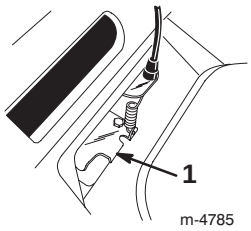

Bild 23
5. Ziehen Sie die Riemenführungsnase so weit nach unten, dass sie den Rasenmäher berührt. Halten Sie sie dann dort fest (Bild 23).